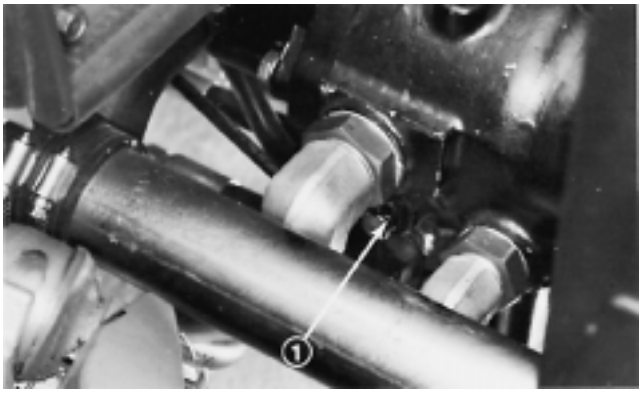

Figure 29
1. By−pass valve is located in left side of variable displacement pump (Fig. 29). Rotate the valve 1/2 to 1 turn counter−clockwise to open and allow oil to by−pass internally. Because fluid is by−passed, the machine can be moved − slowly − without damaging the transmission.